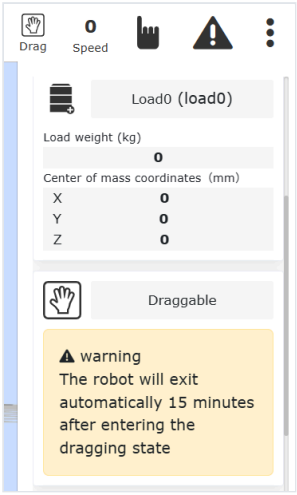

Rys. 5. Przeciąganie z panelu: stan Drag i ostrzeżenie o 15 minutach (dokumentacja FAIRINO, panel po angielsku).
- **Z panelu:** ⋮ → kliknij przycisk z ręką. Robot daje się przeciągać do ponownego kliknięcia, ale najpóźniej po **15 minutach** sam wychodzi z przeciągania (ostrzeżenie w panelu, rys. 5). Zanim włączysz przeciąganie z panelu, sprawdź je przyciskiem na końcu ramienia: przytrzymaj go i zobacz, czy robot prowadzi się normalnie.